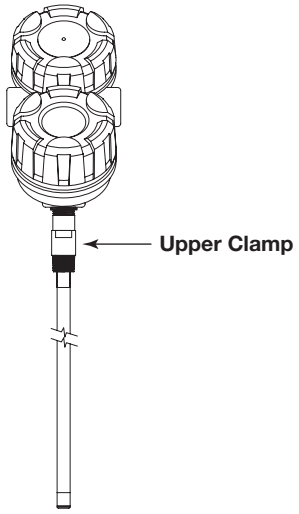

Figure 2
4. The upper clamp will need to be open to a large enough diameter to be able to mount to the MLI as well as the probe. The upper clamp should be positioned just above the ¾" NPT threads. See Figure 2.